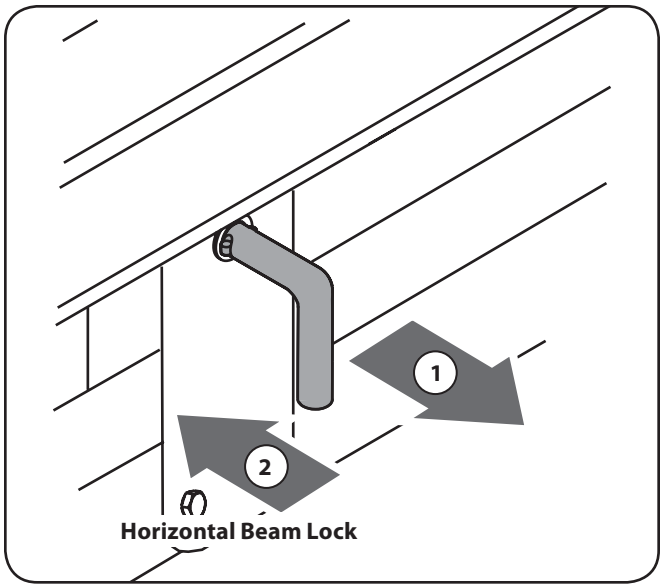

Figure 5-3
b. The horizontal beam lock is self-locking. The spring loaded lock will snap into place when the beam is lowered into position. See Fig. 5-3.